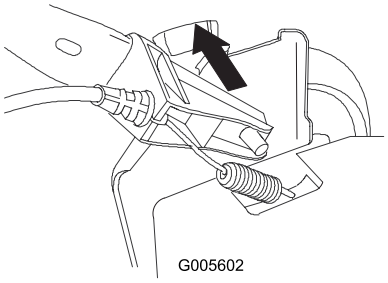

Figura 4
2. Instale a extremidade do manípulo inferior esquerdo e o apoio do cabo no pino do suporte do manípulo esquerdo (Figura 4).
Nota: Utilize o orifício superior do manípulo (Figura 4).